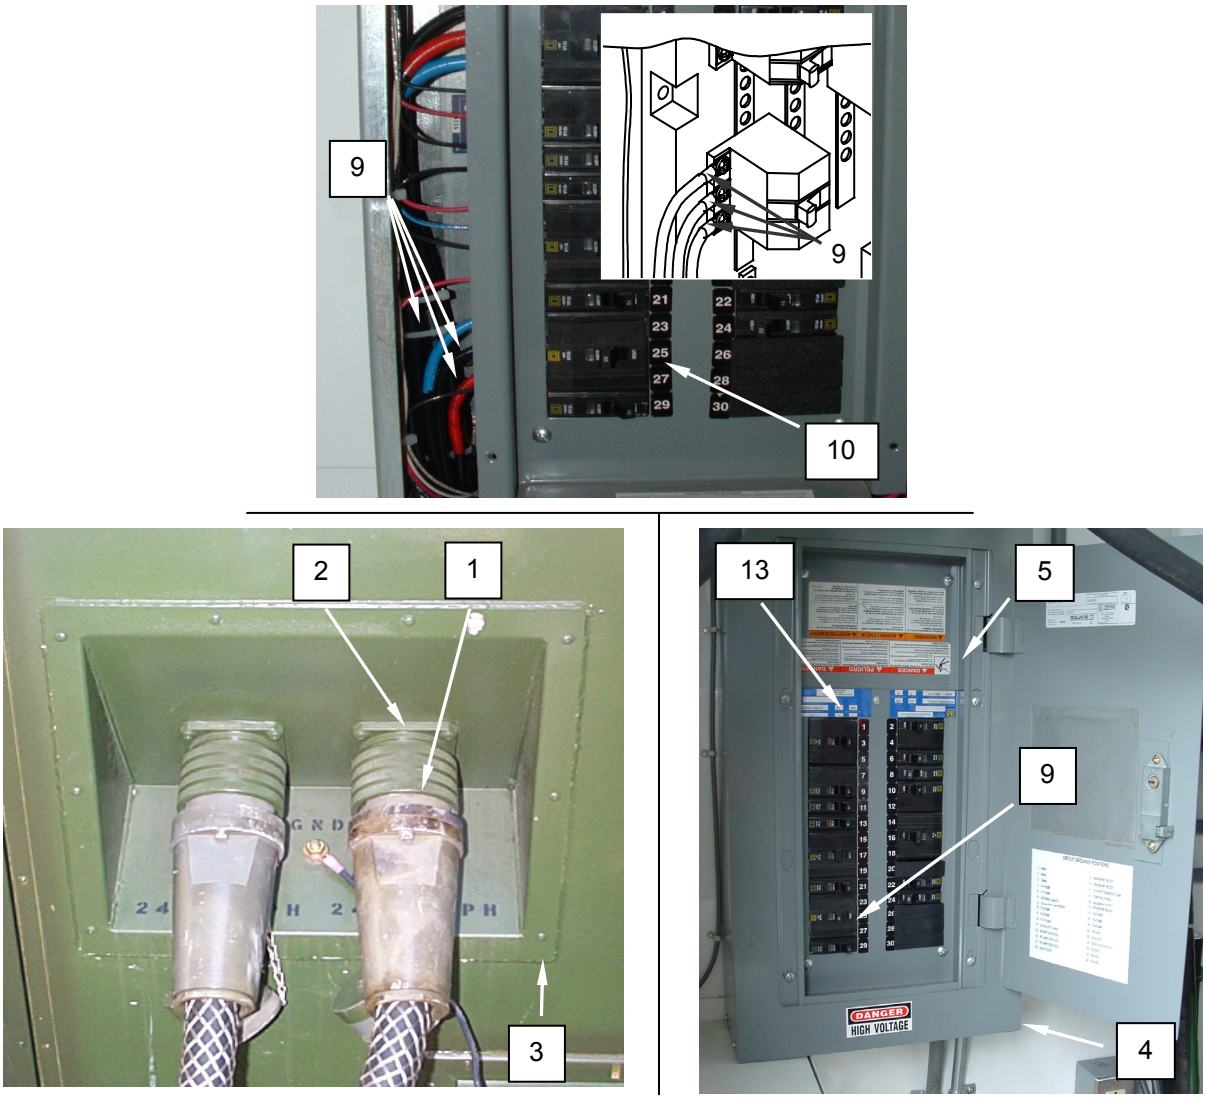

Figure 5. Replace the Power Output Receptacle.
9. Connect the wiring **(Figure 5, Item 9)** to the circuit breaker **(Figure 5, Item 10)** as tagged.
10. Reinstall circuit breaker panel cover **(Figure 5, Item 5)** and circuit breaker box cover **(Figure 5, Item 4)**.
11. Reconnect the power output cable **(Figure 5, Item 1)** to the receptacle **(Figure 5, Item 2)** on the CBL power panel **(Figure 5, Item 3)**.
12. Place main circuit breaker **(Figure 5, Item 13)** and output circuit breaker (#23, 25, 27) **(Figure 5, Item 10)** to ON and monitor for normal operation.